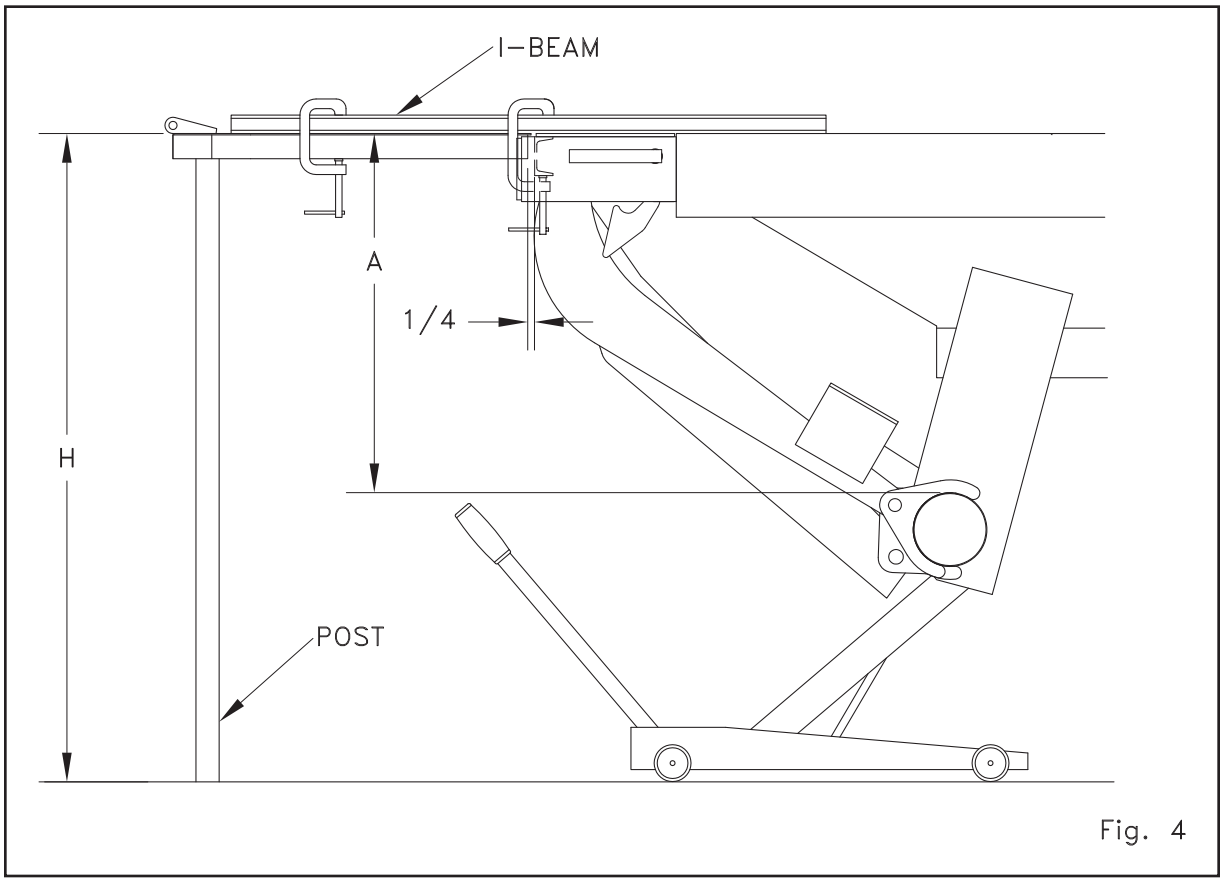

Fig. 4
Step 7 Center and level spacer at rear of body and tack weld into position. Using a forklift or a crane, center and position liftgate behind vehicle and jack trunnion into position. Place a .25" spacer between the spacer and the platform. See figure 4.